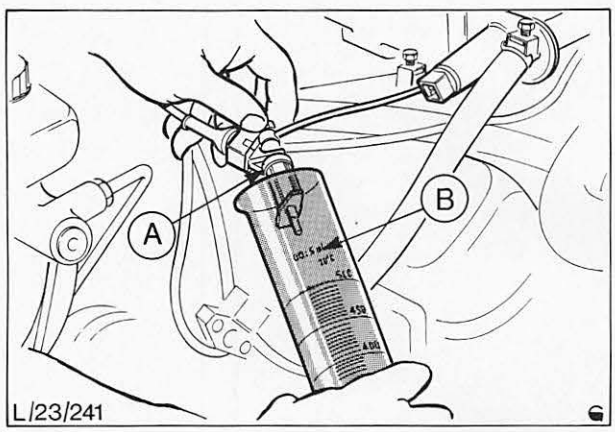

Abb. 60 Sprühtest – Kaltstartventil
c) Kaltstartventil in einen Meßbecher halten und Zündung einschalten (ca. 2 bis 3 Sekunden), Abb. 60.